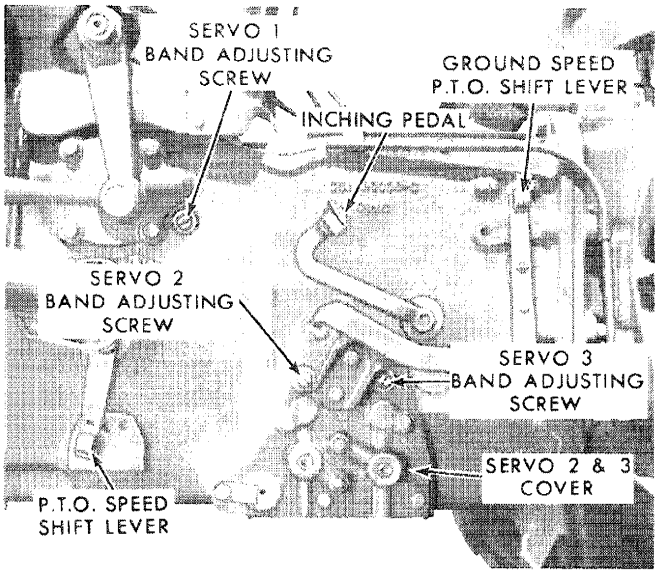

Figure 21
In the deluxe transmissions, either 540 or 1000 rpm A.S.A.E. standard P.T.O. speeds can be obtained at 1800 (540) and 1950 (1000) engine rpm. This is accomplished by a sliding coupling arrangement on the transmission input shaft, as shown in Figure 1. The P.T.O. speed shift lever, when in the forward position as illustrated in Figure 21, selects the 540 rpm speed by sliding the shifter collar rearward on the shaft which causes the rear input
shaft gear to drive the P.T.O. clutch housing. The 1000 rpm speed is obtained by moving the lever to the rear and selecting the forward set of gears. A neutral, or middle, position disengages the gears and should be used when operating the tractor without P.T.O. equipment, Figure 21. P.T.O. power flows are illustrated in Figure 22. This is not available in the Super Major 5000.
Figure 21 shows the ground speed P.T.O. shift lever in the disengaged position.